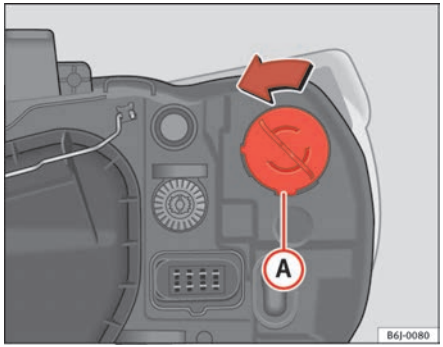

Fig. 150 Single indicator lamp
– Rotate the lamp holder ⇒ fig. 150 (A) to the left and pull.